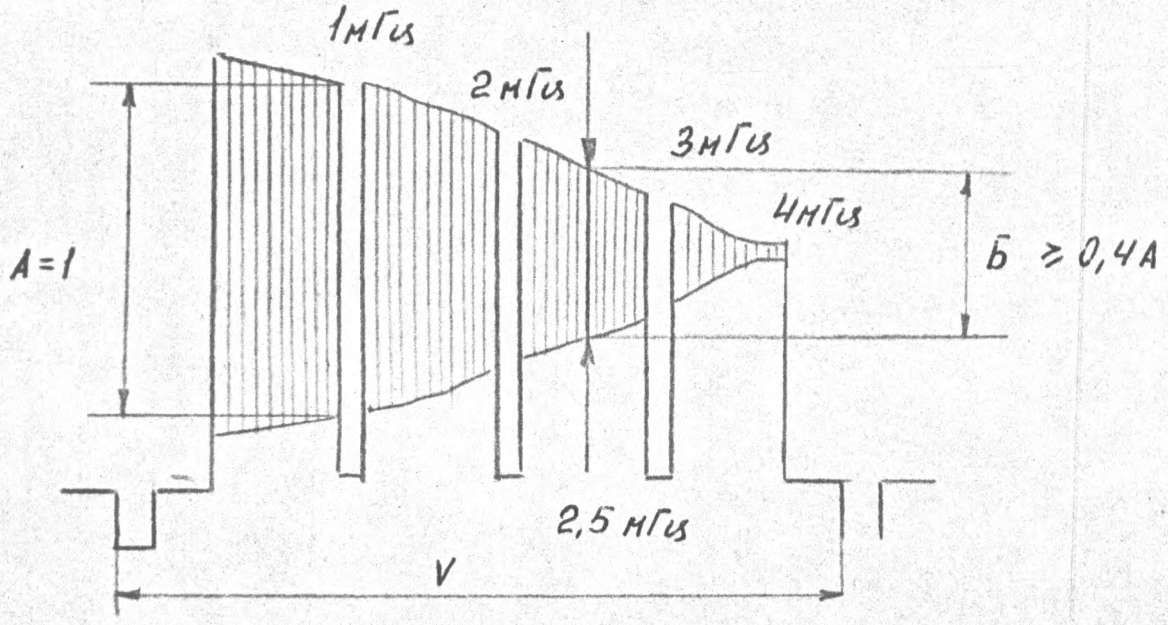

РИС. 7.14
7.6.9.4. ПОДКЛЮЧИТЕ ОСЦИЛЛОГРАФ К К.Т. А3-Х3, ПОВЕРНИТЕ ДВИЖОК РЕЗИСТОРА А3-R86 В ПОЛОЖЕНИЕ (КРАЙНЕЕ ПРОТИВ ЧАСОВОЙ СТРЕЛКИ СО СТОРОНЫ ПЕЧАТИ) И РЕЗИСТОРОМ А6-R12 ОТРЕГУЛИРУЙТЕ СИГНАЛ ТАК, ЧТОБЫ ЕГО УРОВЕНЬ Б НА 2,5МГЦ СОСТАВЛЯЛ НЕ МЕНЕЕ 0,4 УРОВНЯ А НА 1МГЦ (РИС. 7.14).
7.6.9.6. ПЕРЕКЛЮЧИТЕ ОСЦИЛЛОГРАФ НА К.Т. А3-Х3 И ПРОКОНТРОЛИРУЙТЕ НАЛИЧИЕ СИГНАЛА (СМ. РИС.7.14). В ПРОТИВНОМ СЛУЧАЕ ПОВТОРИТЕ РЕГУЛИРОВКУ ПО ПП.7.6.9.4, 7.6.9.5.
7.6.9.8. ПОДКЛЮЧИТЕ ОСЦИЛЛОГРАФ С1-81 К К.Т. А3-Х3 И РЕЗИСТОРОМ А6-R2 ОТРЕГУЛИРУЙТЕ СИГНАЛ ТАК, ЧТОБЫ ЕГО УРОВЕНЬ Б НА 2,5 МГЦ СОСТАВЛЯЛ НЕ МЕНЕЕ 0,4 УРОВНЯ А НА 1 МГЦ (СМ. РИС.7.14).
7.6.9.10. ПЕРЕКЛЮЧИТЕ ОСЦИЛЛОГРАФ С1-81 НА К.Т. А3-Х3 И ПРОКОНТРОЛИРУЙТЕ НАЛИЧИЕ СИГНАЛА (СМ. РИС.7.14). В ПРОТИВНОМ СЛУЧАЕ ПОВТОРИТЕ РЕГУЛИРОВКУ ПО ПП. 7.6.9.8, 7.6.9.9.
7.6.9.12. ПЕРЕКЛЮЧИТЕ ОСЦИЛЛОГРАФ С1-81 НА К.Т. А3-Х3 И ПРОКОНТРОЛИРУЙТЕ НАЛИЧИЕ СИГНАЛА (СМ. РИС.7.14). В ПРОТИВНОМ СЛУЧАЕ ПОВТОРИТЕ РЕГУЛИРОВКУ ПО ПП. 7.6.9.3, 7.6.9.11.